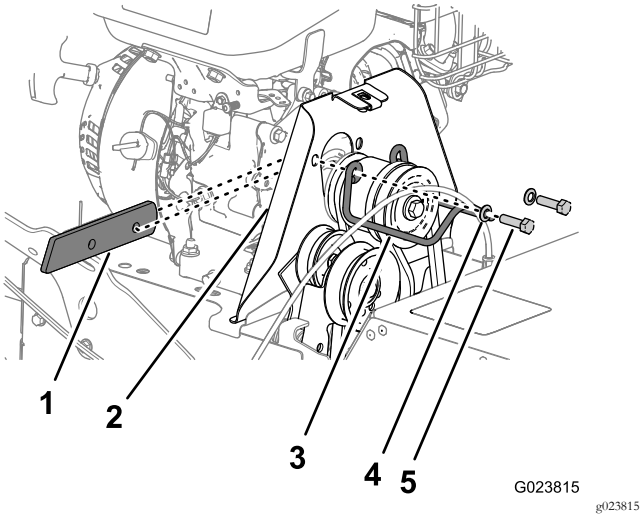

Figur 39
2. Fjern de to boltene og skivene som fester remføreren til maskinen, og fjern remføreren og avstandsstykket (Figur 39).
4. Plasser avstandsstykket mellom motoren og remskivedekslet, og plasser hullene i avstandsstykket, motoren og dekslet på linje med hverandre (Figur 39).
5. Fest remskiveføreren til maskinen med boltene og skivene (Figur 39) du fjernet i trinn 2 av Fjerne børstedrivremmen (side 26).